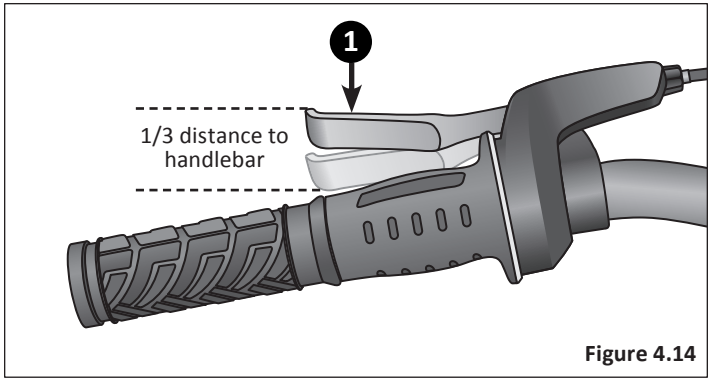

Figure 4.14
1. After adjusting the brake, squeeze the brake lever as hard as you can several times and re-inspect the brake pads, centering and brake lever travel. If the brake pads are no longer square to the rim, repeat brake pad adjustments. **Figure 4.14**